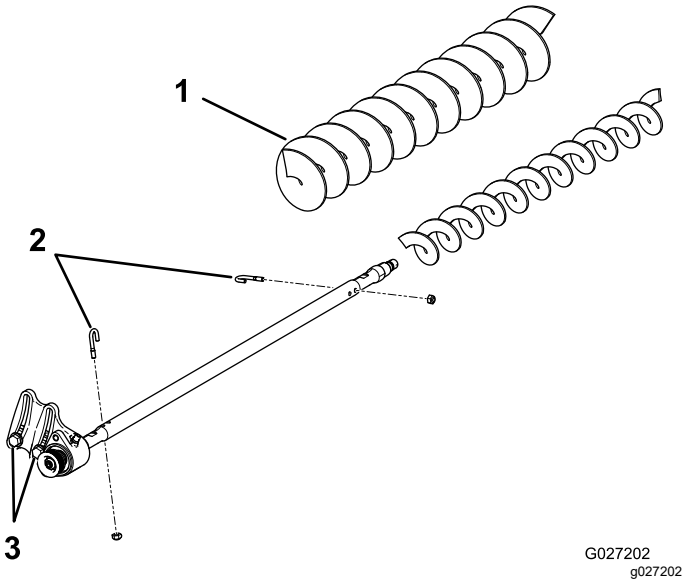

Figure 23
3. Enlevez les 2 boulons en J et écrous (Figure 23).
4. Faites glisser la brosse existante pour la déposer de l'arbre (Figure 23).
5. Desserrez les 2 boulons, rondelles et écrous qui fixent le logement de roulement d'entraînement à son support (Figure 23).
6. Glissez la brosse pour grande hauteur de coupe sur l'arbre (Figure 23).
7. Fixez la brosse sur l'arbre avec les 2 boulons en J retirés précédemment (Figure 23).